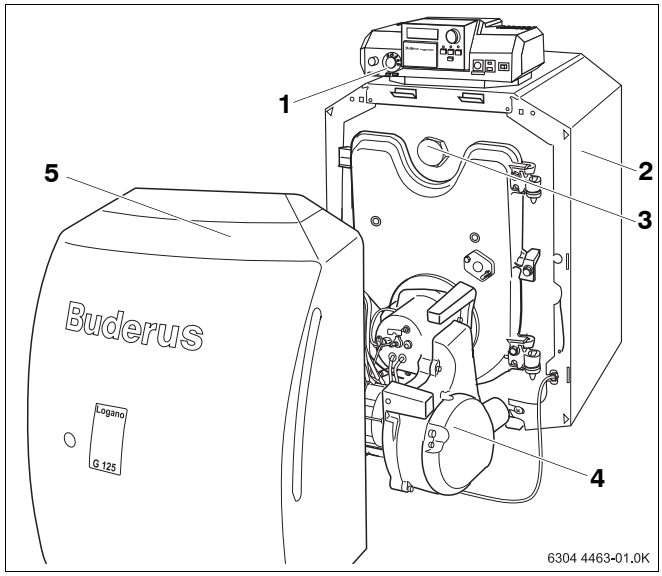

Fig. 1 Caldera con quemador
1. Caldera con quemador de gasóleo instalado (➔ fig. 1)